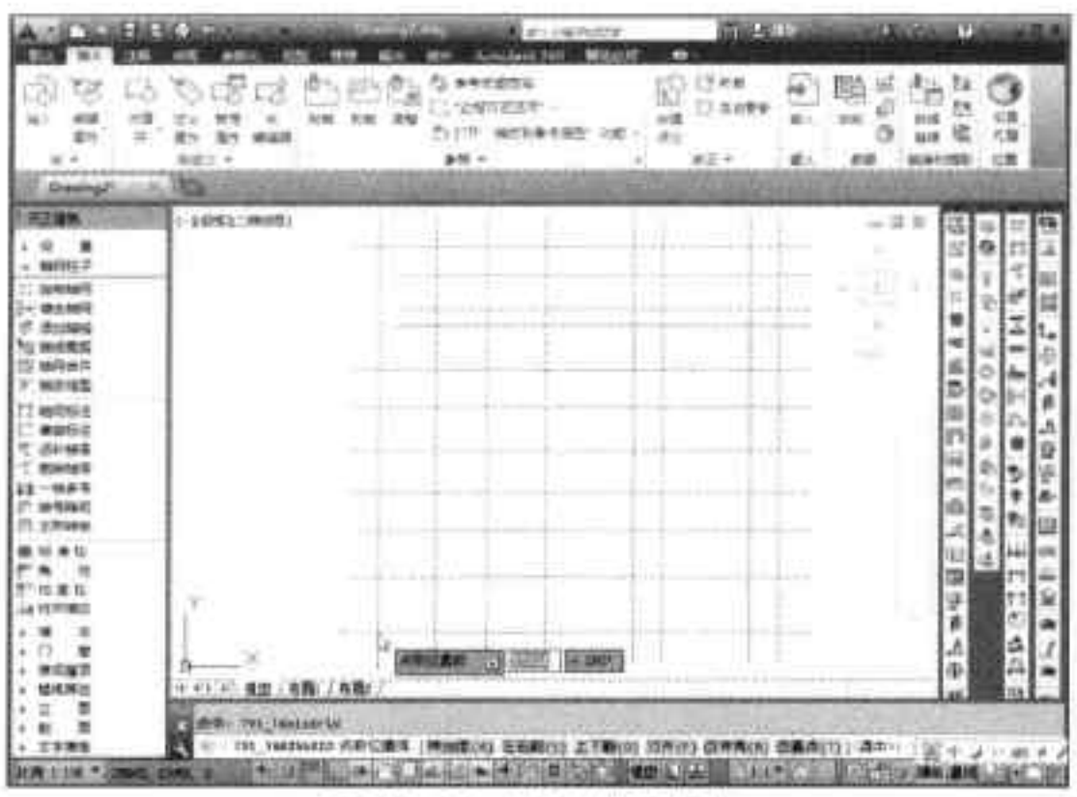

图16-24 指定轴网起点
Step 07 所有轴线尺寸输入完成后，单击“确定”按钮，在绘图区域中，指定轴线起点，如图 16-24 所示。